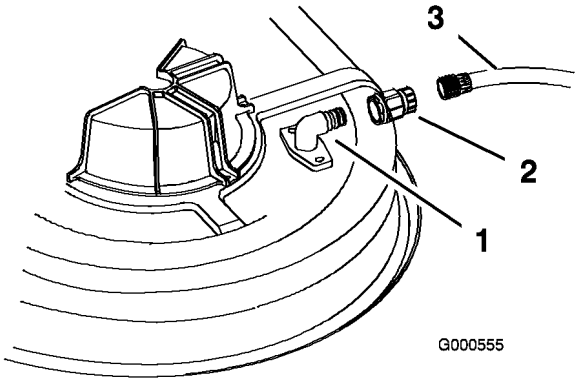

Figure 50
3. Vissez le raccord de flexible à l'embout de lavage du carter de tondeuse et ouvrez l'eau en grand (Figure 50).